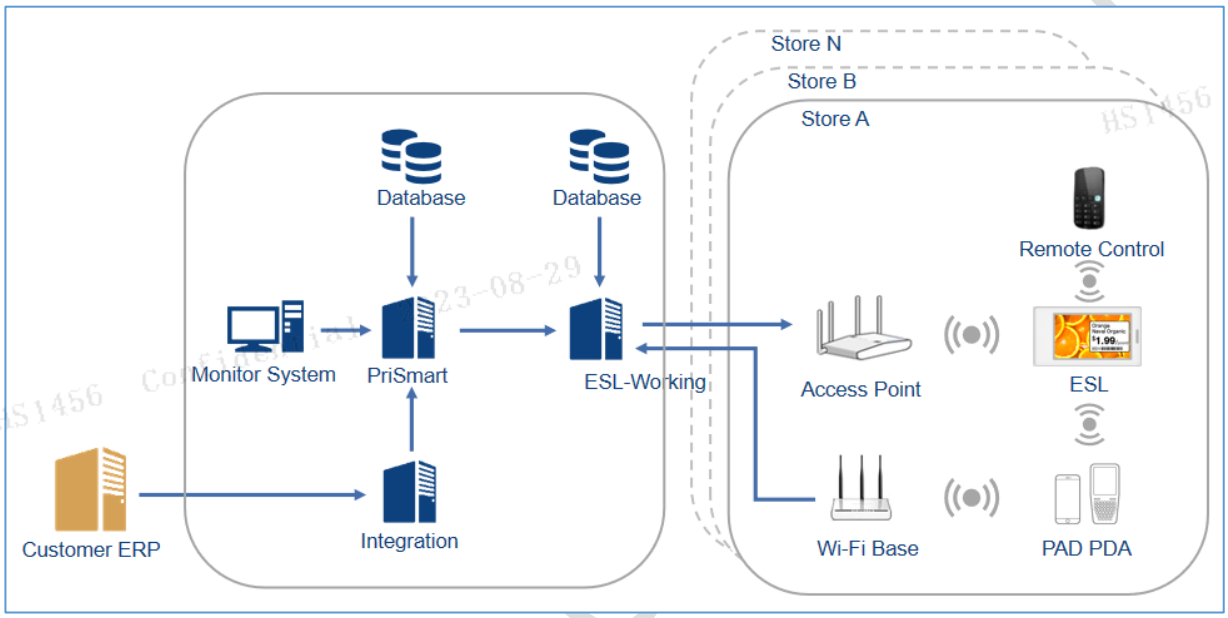

Figure 3-1 ESL system architecture diagram
Hanshow ESL system is composed by Electronic Shelves Label (ESL), ESL controller (AP), ESL-Working, PriSmart, databases, integration server, monitor system and Hand-hold Terminals (e.g. PDA, PAD, RC), as shown in *Figure 3-1*.